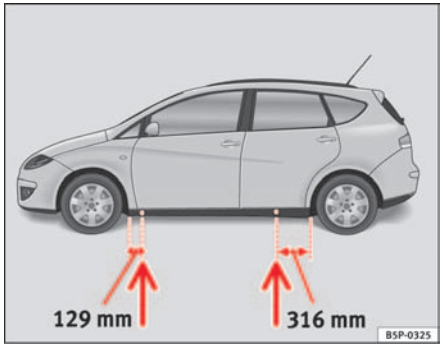

Fig. 172 The jacking points
– Locate the jacking point under the door sill closest to the wheel being changed ⇒ fig. 172.
Recesses at the front and rear of the door sills mark the jacking points ⇒ fig. 172. A position has been made for each wheel. Do not fit the jack anywhere else.